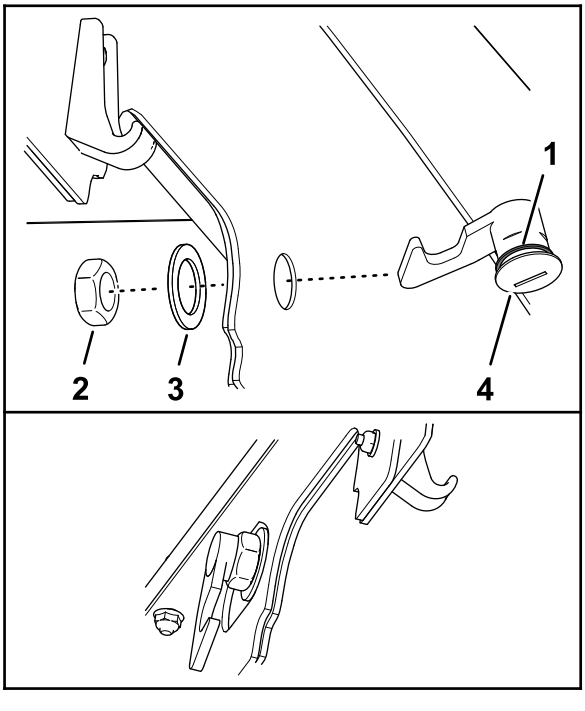

**Figuur 34**
3. Zorg dat de pakking op de motorkapsluiting is gemonteerd (Figuur 34).